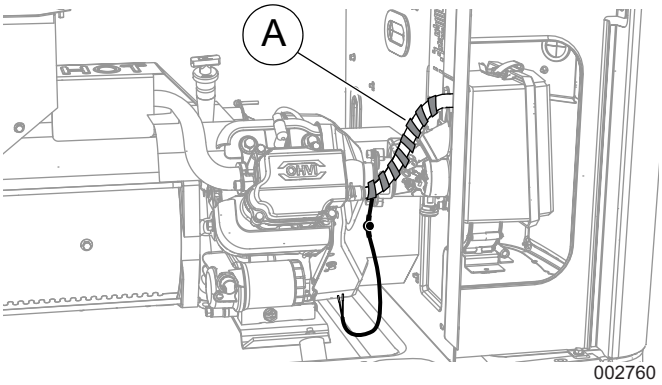

Figure 3. Enrobage du tuyau du reniflard (modèles de 9 kW)
1. Voir la ***Figure 3***. Enroulez le chauffe-reniflard (A) autour du tuyau du reniflard, uniformément espacé comme illustré, avec les fils de raccordement qui se trouvent au bas. Enrobez le chauffe-reniflard et le tuyau d'un ruban de caoutchouc silicone (fourni) pour fixer le tout.